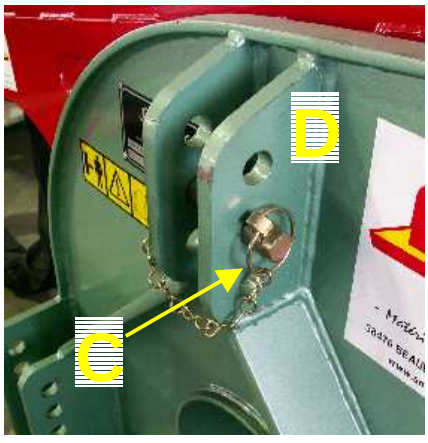

Figure 2
- Attelez la barre de poussée (3ème point) du relevage du tracteur au vibreur (figure2, repère D). Sécurisez les axes avec les goupilles.